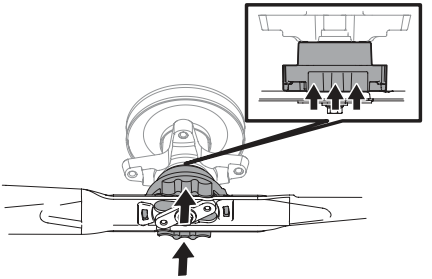

Fig. 47
3. Poussez la bague de verrouillage vers le haut et retenez-la (Fig. 47).
4. Poussez la lame vers le haut contre l'adaptateur jusqu'à ce que la bague de verrouillage soit relevée (Fig. 47 à la page 106).